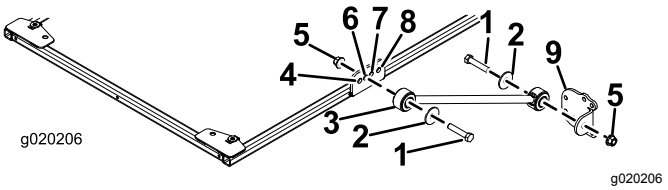

Figura 21
- Para os modelos 30446, 30446N, 30447 e 30447N em cada lado da estrutura do toldo, monte sem apertar completamente uma cinta no **segundo** furo do suporte de cinta com um parafuso (½ pol. x 2½ pol.), anilha (½ pol.) e porca flangeada (½ pol.), como se mostra na Figura 21.